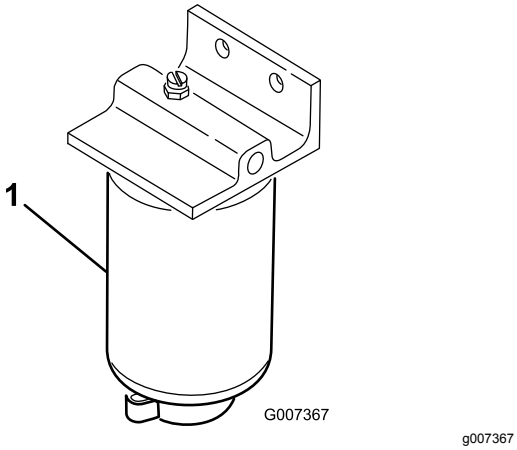

Figur 41
2. Rengör området där filterskålen ska monteras (Figur 41).
4. Öppna filtrets avtappningsplugg och ventilationsventilen (Figur 41).